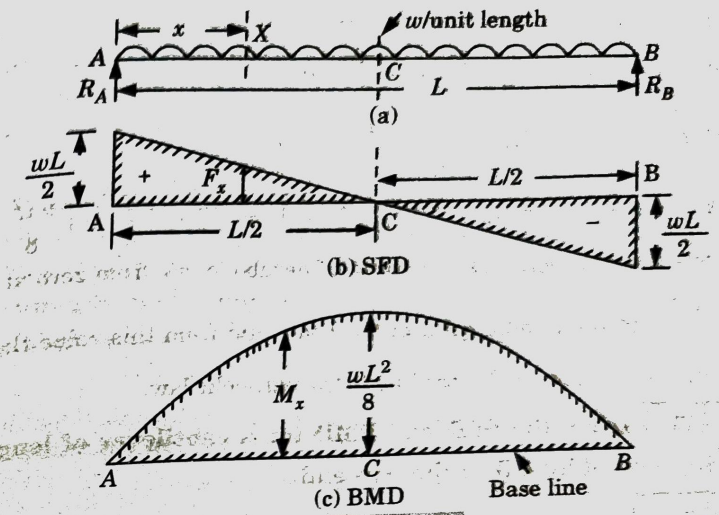

Fig. 1.21.1
1. Fig. 1.21.1 shows a beam AB of length L simply supported at the ends A and B and carrying a uniformly distributed load of w per unit length over the entire length.
The shear force diagram is drawn as shown in Fig. 1.21.1(b).